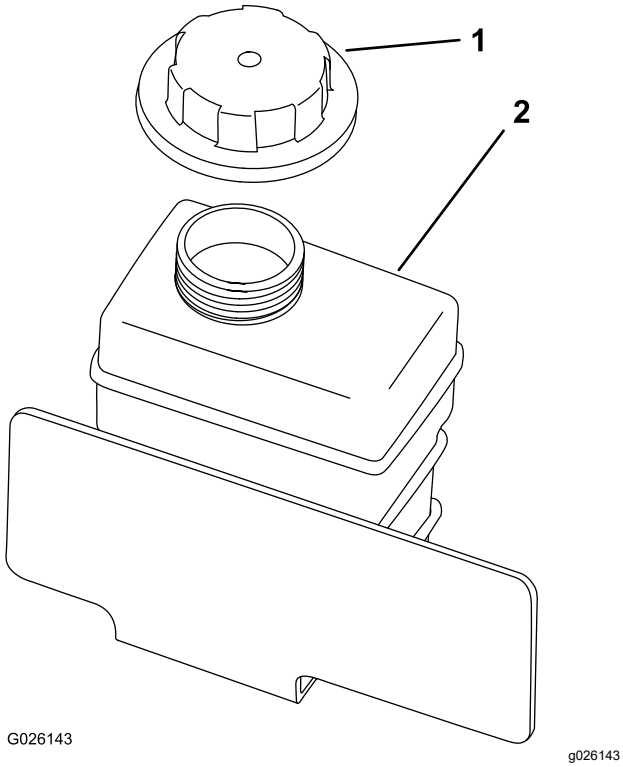

Figur 52
4. Kontrollera kylvätskenivån i reservtanken (Figur 52).